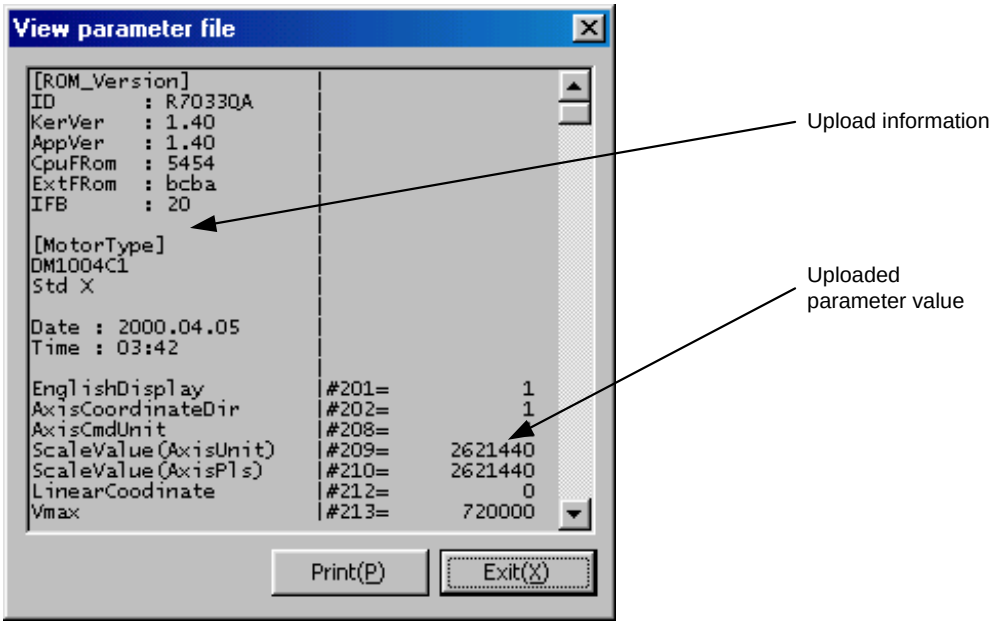

Figure 7.29 "Parameter file display" dialog box
1) Click *"View file (V)"* in the "Parameter Manager" dialog box.
3) Click *"Open (O)"* to begin displaying the file contents in the "Parameter file display" dialog box (see Figure 7.29).
4) If you want to print the file, click *"Print (P)."*
5) Click *"Exit (X)"* and return to the "Parameter Manager" dialog box.